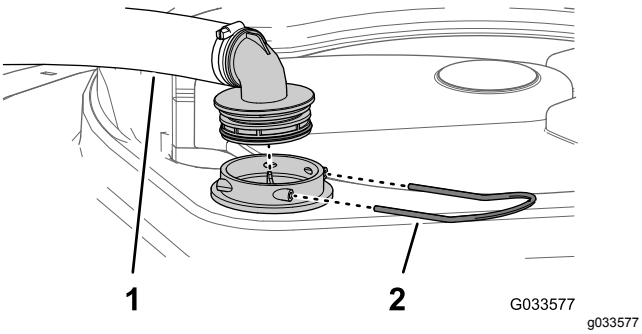

Rysunek 58
2. Na górze zbiornika zraszania zdejmij zapinkę mocującą złączkę węża zamocowaną do węża o dużej średnicy odchodzącego od obudowy filtra (Rysunek 58).
3. Odłącz wąż i złączkę węża od obudowy filtra (Rysunek 58).